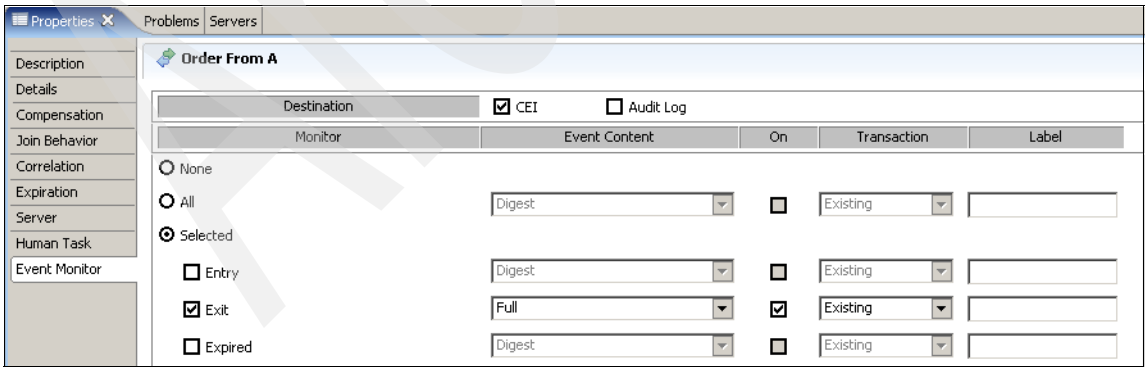

Figure 12-19 Turning on event monitoring
d. Click the **Event Monitor** tab. We can turn on CEI event monitoring here (Figure 12-19).